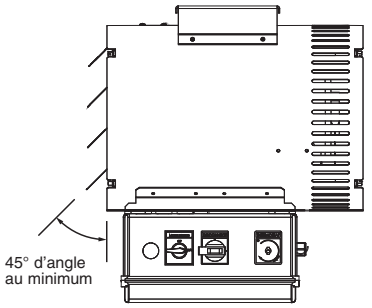

Figure 3 - Réglage des volets
9. La grille de sortie d'air est déterminée en usine avec ses volets fixés à un angle de 45°. C'est l'angle minimal permis pour éviter une surchauffe potentielle. Ces volets peuvent être ouverts jusqu'à 90° si vous le souhaitez pour permettre un meilleur envoi d'air, en écartant chaque volet vers l'extérieur. Voyez la Figure 3.